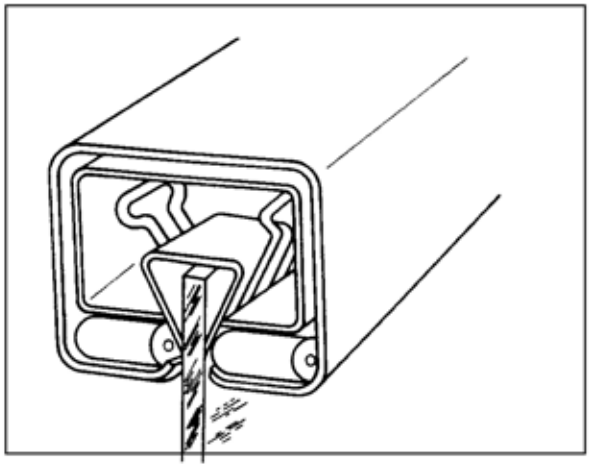

FIGURE 3-17. Hanging of acrylic sheets.
b. For uniform heating, it is best to hang the sheets vertically by grasping them by their edges with spring clips and suspending the clips in a rack. (See figure 3-17.) If the piece is too small to hold with clips, or if there is not enough trim area, lay the sheets on shelves or racks covered with soft felt or flannel. Be sure there is enough open space to allow the air to circulate around the sheet and heat it evenly.